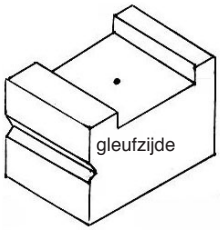

afb.: 2a
7. Doe dit ook op de plaats van de inkeping aan de bovenkant (afb.: 2a).